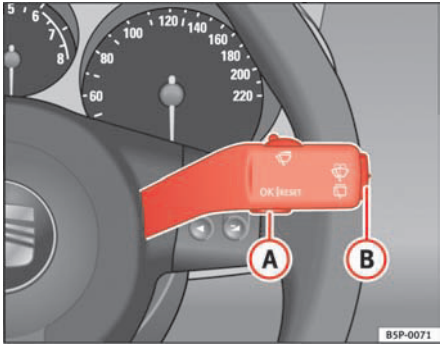

Fig. 38 Windscreen wiper and washer lever: Button (A) and rocker switch (B)
A **Service pre-warning** will appear in the mileage displays if a service is due soon. A “spanner” symbol appears and the display “km” with the distance that can be driven until the next service appointment is due. The display will change after approximately 10 seconds. A “clock symbol” appears and the number of days until the service appointment should be carried out. The following information is displayed in the instrument panel screen [4]: **SERV. IN ... KM OR ... DAYS**. The service message will disappear approximately 20 seconds after the ignition is switched on or the engine is running. The normal display can be resumed by pressing the reset button on the trip counter or by pressing the rocker switch of the MFI ⇒ page 61, fig. 38 (B).
– With the ignition switched on, briefly press the button ⇒ fig. 38 (A) on the windscreen wiper lever to move between the two memories.